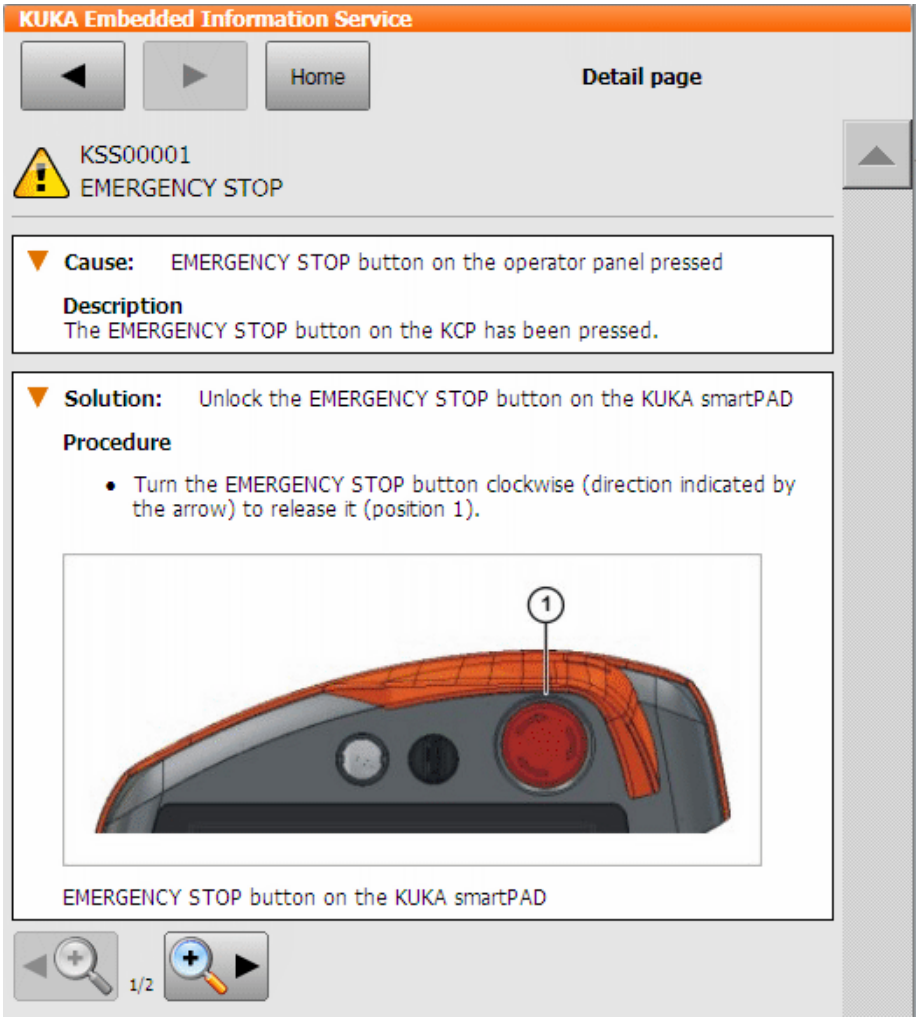

Fig. 4-13: Detail page – Example from the KUKA System Software
a. Touch the magnifying glass icon next to the cause. The detail page is opened. (>>> *Fig. 4-13*)
6	Displays details about this cause/solution. (>>> *Fig. 4-13*)